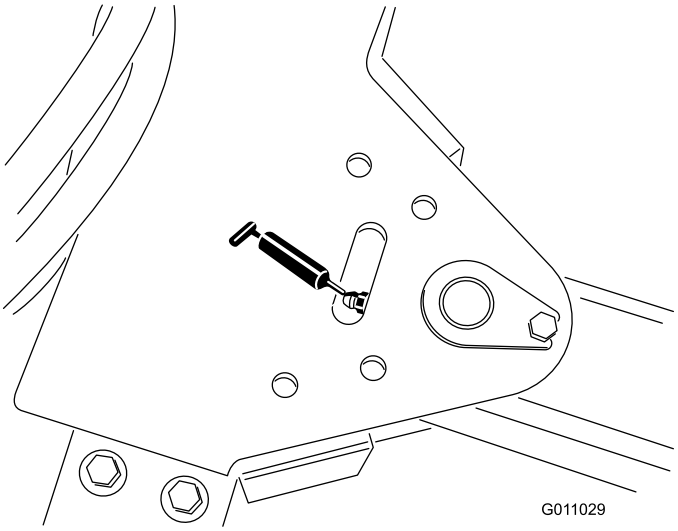

Figur 36
- Drejeleddet på anhængertrækstangens trækkrog (1) (Figur 36).